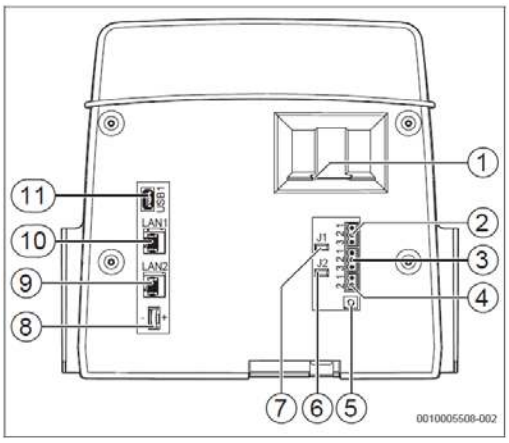

Рис. 11 Функціональні роз'єми блока управління BCT531 (тильний бік сенсорного дисплея)
На кодовому перемикачу адресації (→ Рис. 11, [5], Стор. 15)
На кодовому перемикачу адресації (→ Рис. 11, [5], Стор. 15)	 На кодовому перемикачу адресації (→ Рис. 11, [5], Стор. 15)
Кожна система керування представляє собою одного абонента шини CBC-BUS, однозначно впорядкованого на BUS-шині зі своєю індивідуальною CBC-BUS-адресою. Налаштування адреси виконується на тильному боці BCT531 (→ Рис. 11, [5], Стор. 15).
- два USB-інтерфейси (з фронтального боку → Рис. 1, [5], Стор. 8, та з тильного боку → Рис. 11, [11]) для сервісних цілей (оновлення програмного забезпечення або для комп'ютерного управління через Web-браузер);
- один EMS-інтерфейс для підключення одного газового / дизельного EMS-теплогенератора → Рис. 11, [4] (наприклад, Logamax plus GB162 або Logano plus KB372, GB402 та KB472);
- один Modbus-інтерфейс для обміну даними з системою керування вищого рівня (→ Рис. 11, [10]);
- один слот для SD-карти пам'яті для запису інформаційних даних (FAT32, макс. 32 Гб), (→ Рис. 11, [1]).